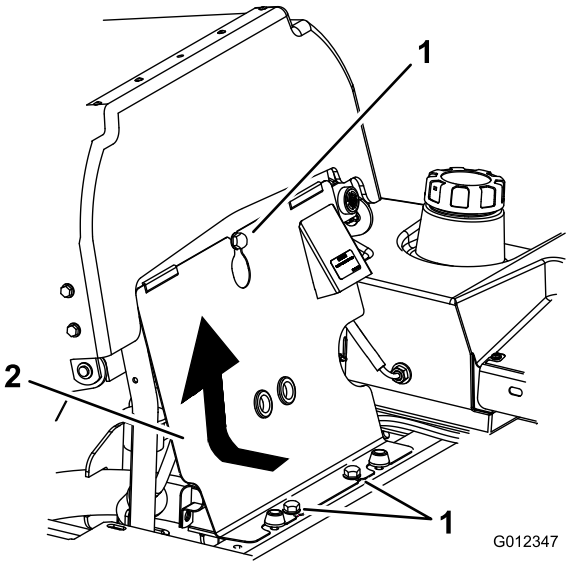

Figuur 66
3. Kantel de stoel naar voren, draai de bouten los en verwijder het frontpaneel van de motor (Figuur 66).